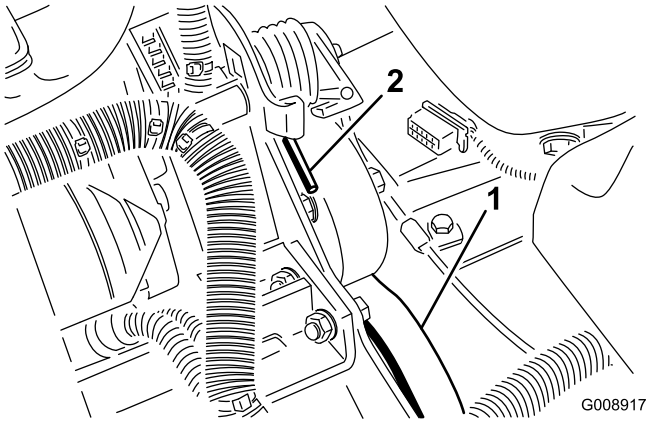

Figur 73
2. Tryk ned og fremad på fjederenden (Figur 73) for at løsne den fra konsollen og løsne spændingen på fjederen.